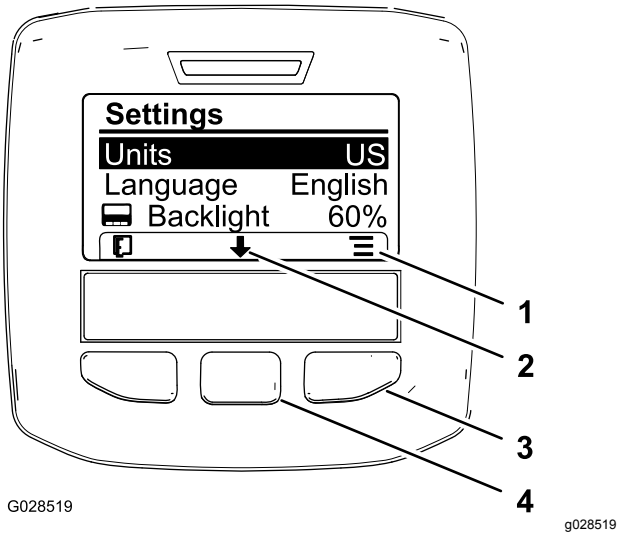

**Figur 53**
2. Bruk den høyre valgknappen til å endre de oppførte måleenhetene (Figur 53).
3. Trykk på den midtre valgknappen (knappen under pil ned-ikonet på skjermen) for å velge Språk-alternativet og endre språket som brukes på skjermen (Figur 53).
4. Trykk på den høyre valgknappen (knappen under listeikonet på skjermen) for å utheve språket som brukes på skjermen (Figur 53).
6. Trykk på venstre valgknapp for å gå tilbake til hovedmenyen (Figur 53).